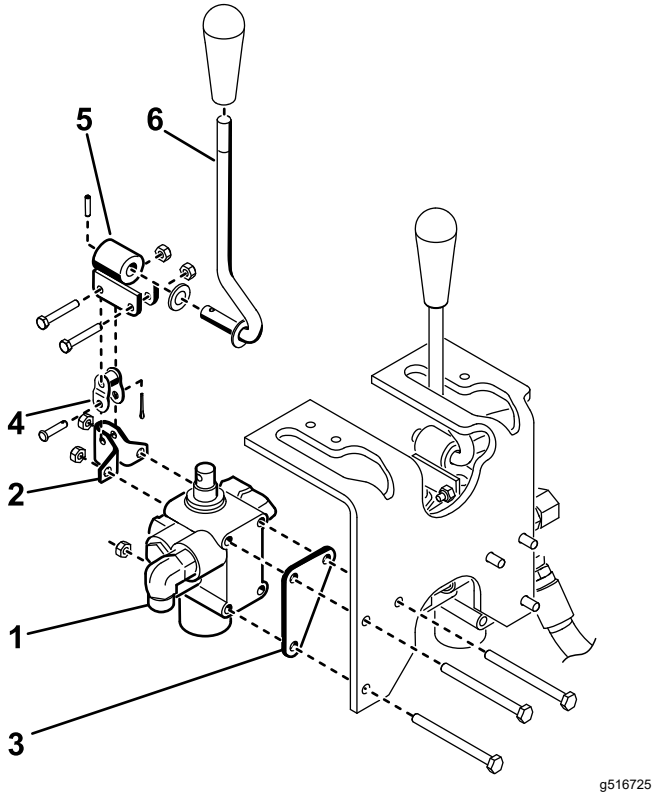

Figura 9
2. Monte o conjunto da válvula, suporte da articulação e placa da válvula à estrutura com 3 parafusos (¼ x 3 pol.) e 3 porcas de bloqueio (Figura 9). Posicione a placa da válvula contra a frente do elemento da estrutura ao montar e aperte os dispositivos de fixação com 10 a 12 N·m.
3. Monte, sem apertar, o conjunto da alavanca de articulação à bobina da válvula e à ligação de desvio com 2 parafusos (n.º 10 x 1¼ pol.) e 2 porcas de bloqueio (Figura 9).